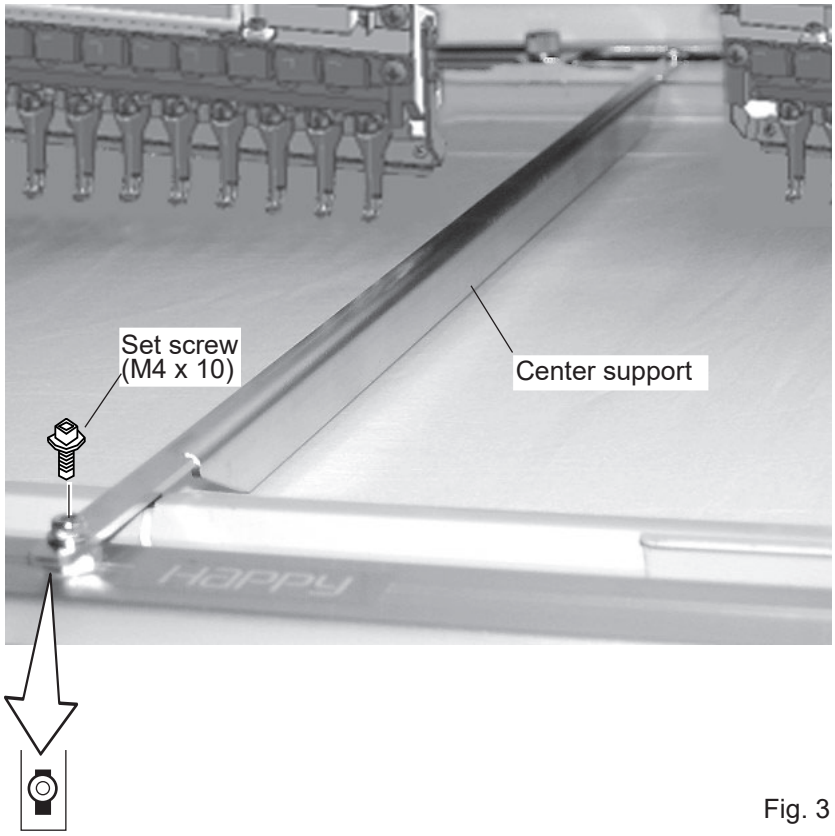

Fig. 3
2. As shown in Fig. 3, fix center support in the center of border frame with set screws.